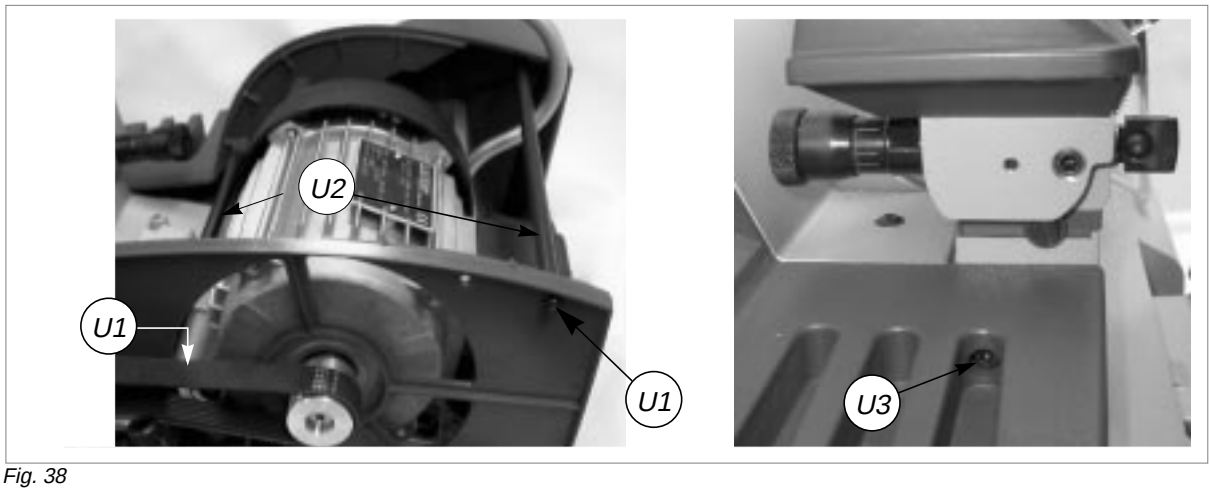

Fig. 38
6) Loosen the nuts (U1) on the stay bolts (U2) and remove together with their washers (fig. 38, page 28).
7) Loosen the stay bolts (U2) (fig.38) and remove.
8) Loosen the screw (U3) on the left-hand cover (fig.38).